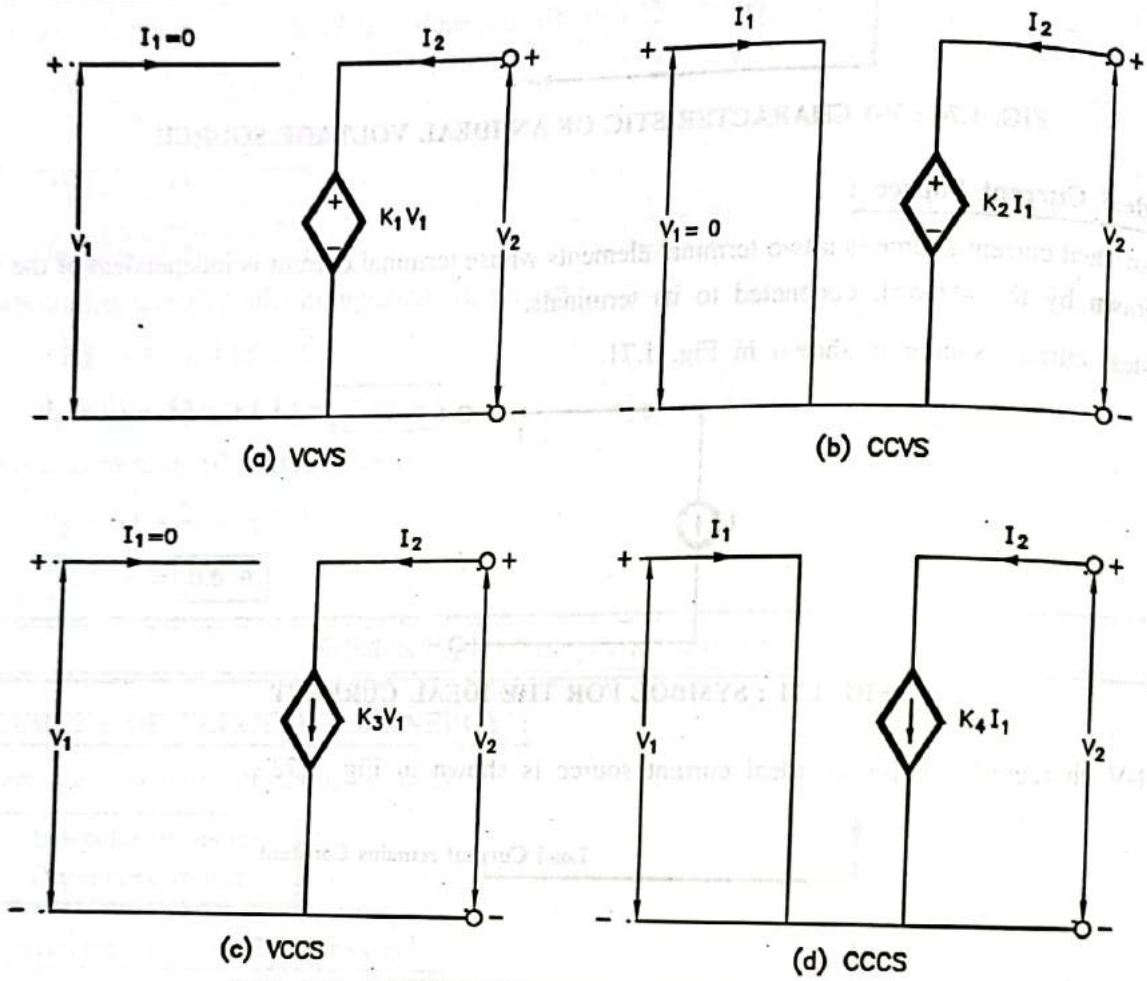

FIG. 1.74 : DEPENDENT OR CONTROLLED SOURCES
**(1) Dependent Voltage Source :**
- It is of two types : (a) Voltage controlled voltage sources. (VCVS) (b) Current controlled voltage source (CCVS) as shown in Fig. 1.74(a) and (b) respectively.
**(2) Dependent Current Source :**
- These are shown as Fig. 1.74(c) and (d).